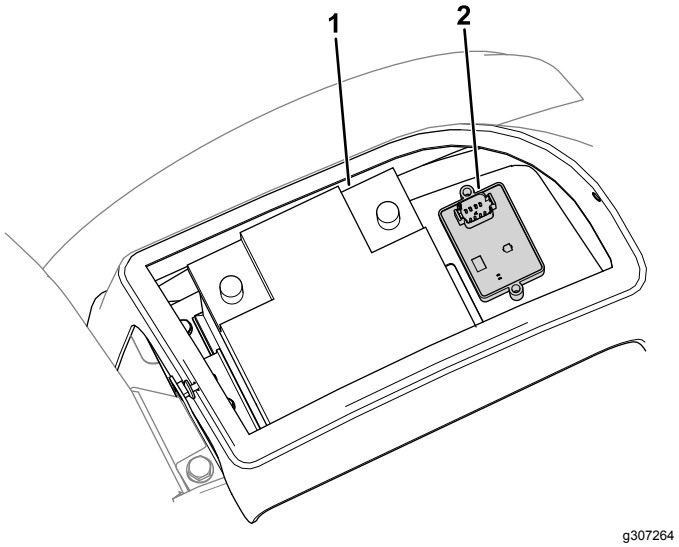

Figure 12
2. Use 2 bolts (M6 x 35 mm) and 2 flange nuts (M6) to secure the slope sensor on the mounting plate in front of the battery (Figure 12).